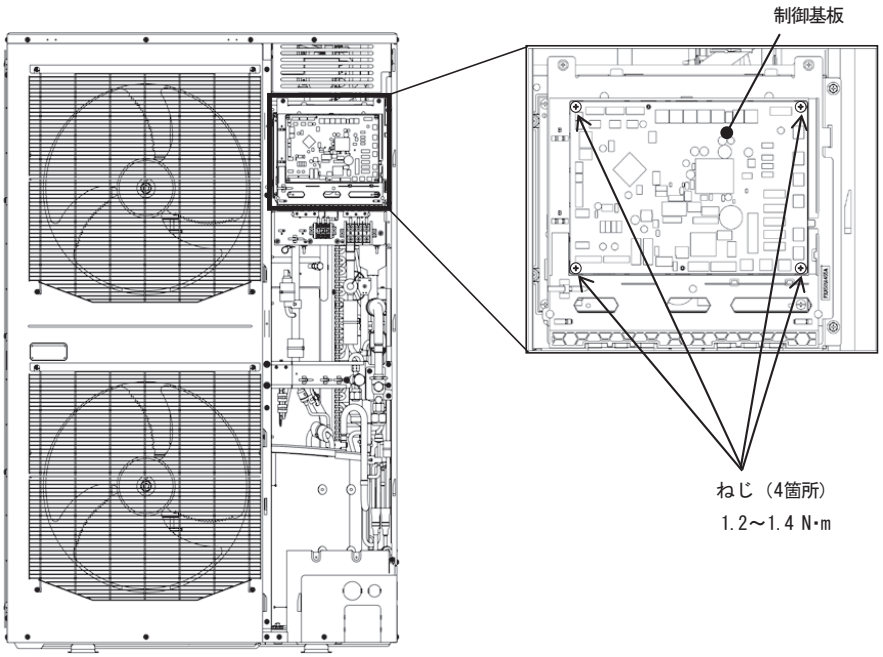

図1. 制御基板配置図
④ 図1で示すねじ4箇所を外し，樹脂枠から基板を外してください。
⑤ 新しい基板のスイッチ（SW3～SW8，JSW1）設定を交換前の基板に合わせてください。
⑥ 新しい基板と樹脂枠を取付用ねじで締め，コネクタを元の状態に接続してください。